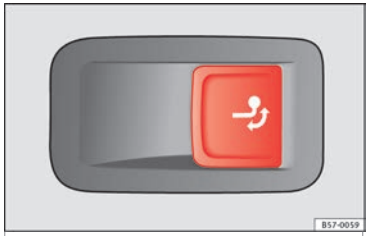

Fig. 217 On the right side of the luggage compartment: button for unlocking the tow hitch.
- Pull the ››› Fig. 217 button briefly. The tow hitch unlocks electrically and automatically turns outwards. The control lamp in the button will flash ››› Fig. 217.
- Pull the ››› Fig. 217 button briefly. The tow hitch unlocks electrically.
- Turn the tow hitch under the bumper with your hand until you feel and see that it engages and the control lamp on the ››› Fig. 217 button stays on.
- If the warning light of the button ››› Fig. 217 *is flashing*, this means that the tow hitch has not been attached properly or is damaged ››› ⚠.
- **Never press the ››› Fig. 217 button when there is a trailer hooked to the vehicle or when a carrier system or other accessories are mounted on the tow hitch.**